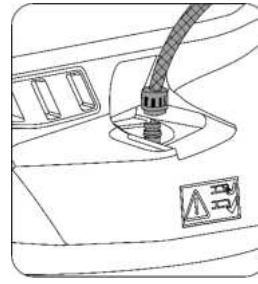

Рис. 15
• подключите шланг к его фитингу и пропустите через него воду (рис. 15).